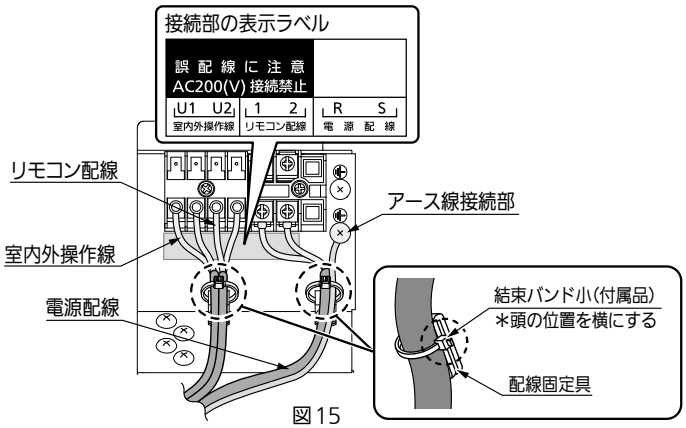

図15
- このとき、電源配線は端子接続部に張力が加わらないように、配線固定具に結束バンド小（付属品）を通し、しっかりと固定してください。固定は必ず被覆部分で行ってください。（図 15）